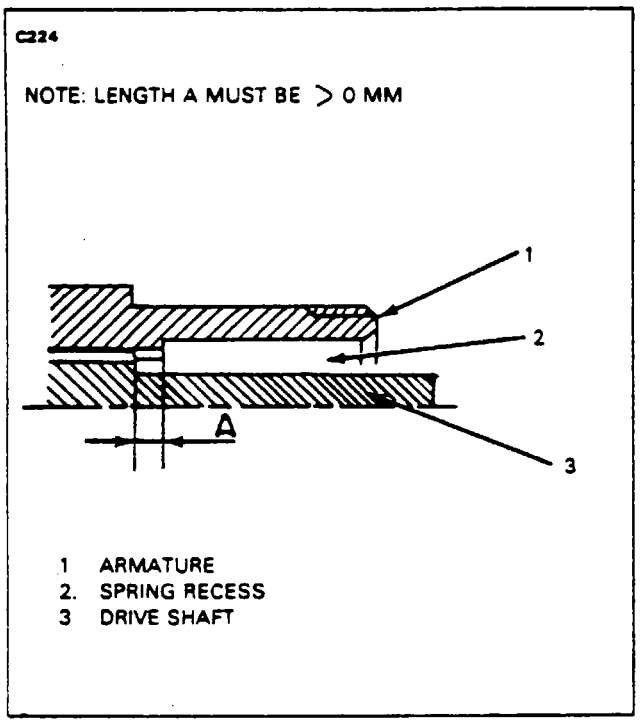

Figure 11-8 Dimension Check of Shaft Drive Sinking
ac. Check that the end of the spline of the drive shaft is not engaged inside of spring recess (40). (See length A, Figure 11-8.)
If the drive shaft is not located as shown on Figure 11-8, check damper disks (26 and 28), to see that they are not distorted and that they are properly fitted on their own support.
ai Block drive shaft in order to prevent its rotation by maintaining it with damper disk (26), then tighten nut (41) to obtain the dimension C as shown on Figure 11-8.